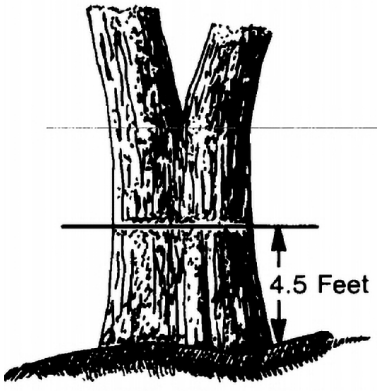

Figure 4. Fork occurs above 4.5 feet.
5. If a tree is forked above 4.5 feet, but the stems are together at DBH, measure it as one tree with one stem, and record one DBH. Record in the comments that the tree is forked and at what height, and what percentage of the total length of the bole is forked. See Figure 4.